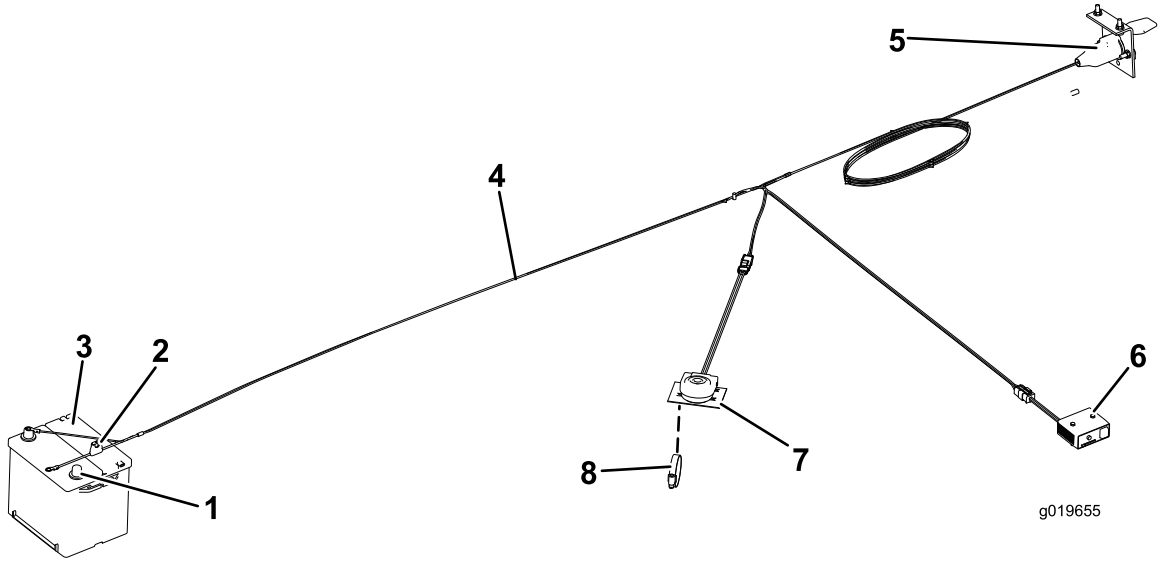

Figur 11
7. Anslut kablaget till komponenterna (Figur 11) på följande sätt: